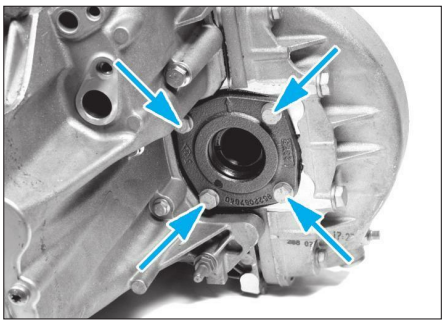

Fig. 6
*Pour le remplacement de la bague d'étanchéité côté gauche, il est nécessaire de déposer la plaque d'appui du roulement de différentiel **(Fig.6)**.*